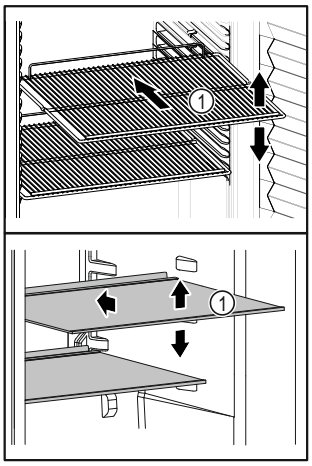

*Fig. 63 Reprezentare exemplificativă*
- ❑ Dacă polițele *Fig. 63 (1)* pot fi mutate, adaptați-le în funcție de înălțime.